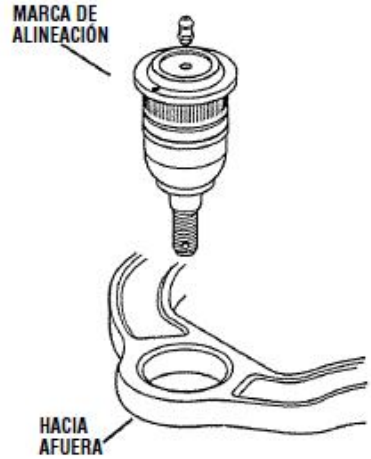

FIGURA 1
7. Coloque la nueva junta de rótula en la horquilla superior con la marca del orificio perforado para alineamiento orientada hacia afuera hacia la rueda (VER FIGURA 1).